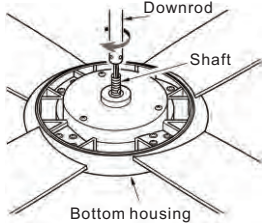

Fig.8
Paso 3: Introduzca la varilla en el hueco del motor, fije los tornillos del set y el pin de la abrazadera. (Fig. 8 y Fig. **9**)